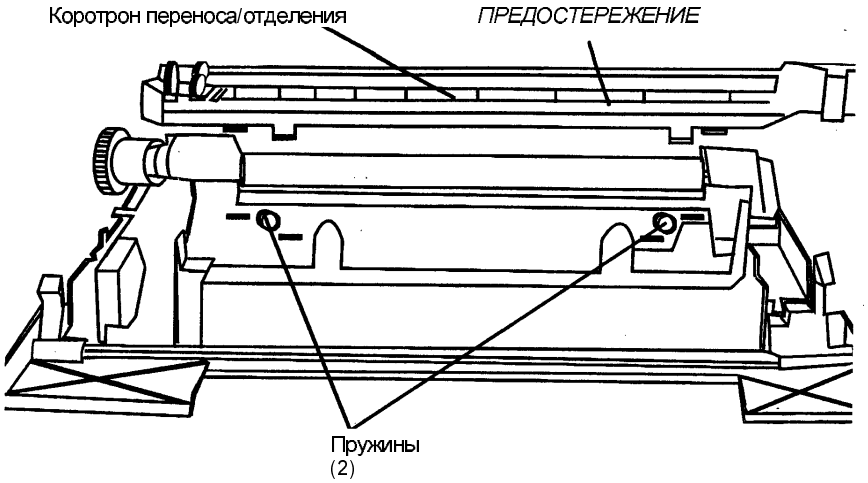

Рис. 2. Демонтаж узла коротрона и пружин.
3. Снимите коротрон переноса/отделения (Рис. 2).
b. Снимите пружины (2).